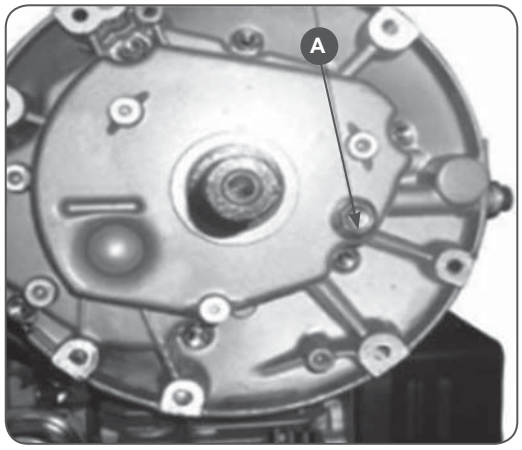

Рис.12
2. На многих двигателях пробка для слива масла (А) находится на картере снизу двигателя, под ножом (Рис.12)